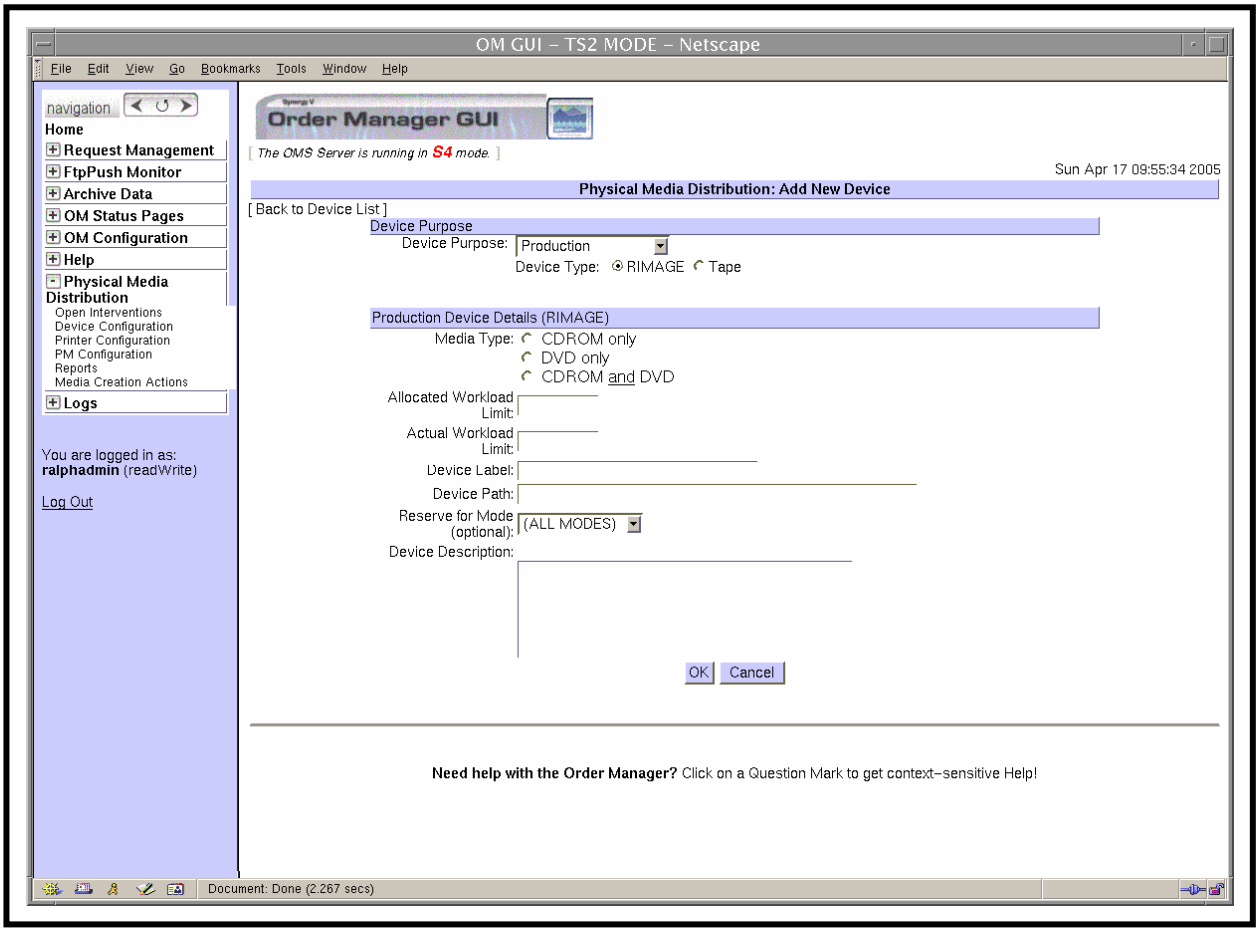
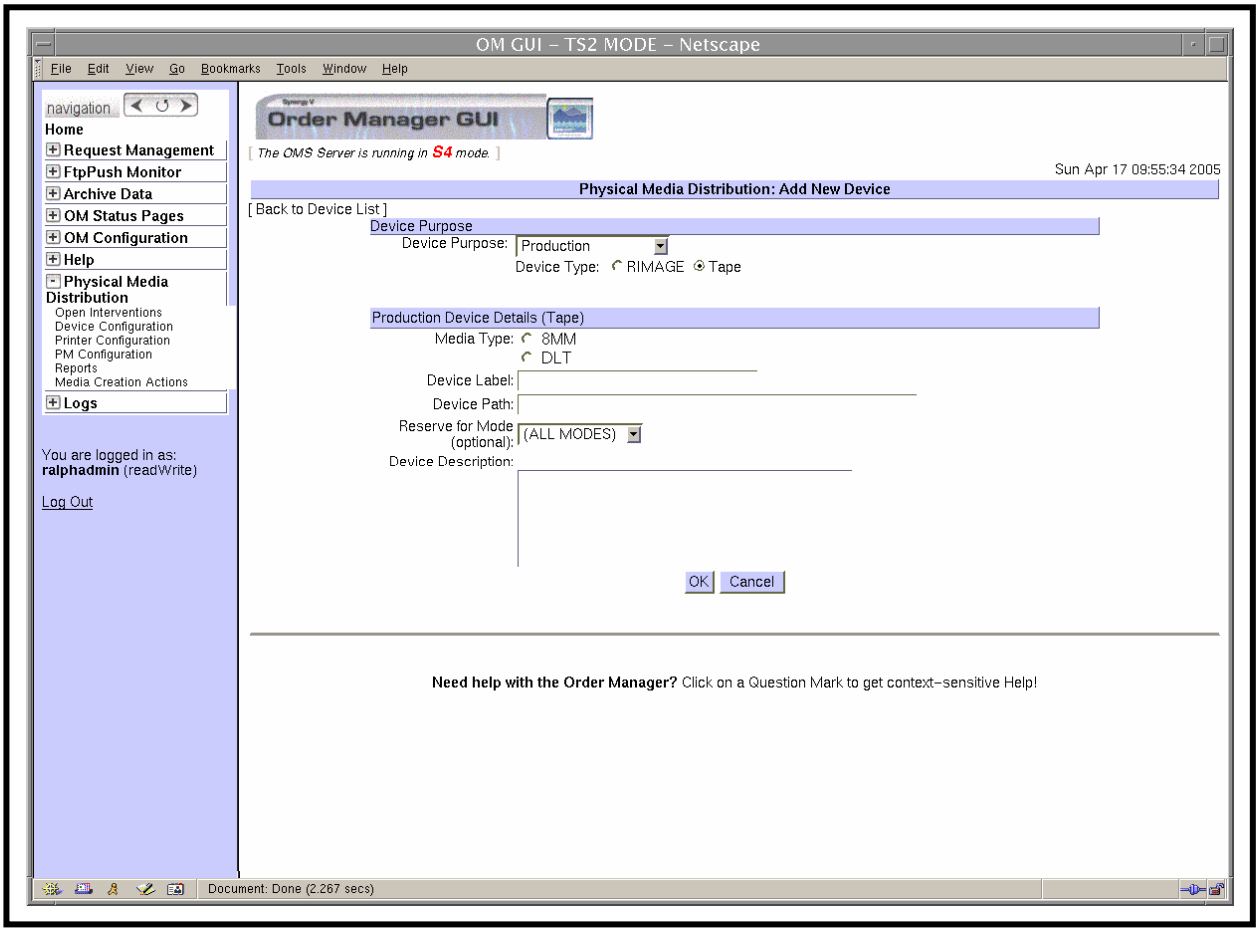

Figure 78. Add New Device Page – Production (Rimage)
Figure 79. Add New Device Page – Production (Tape)
- The corresponding **Device Details** page (Figure 78 or Figure 79) is displayed.